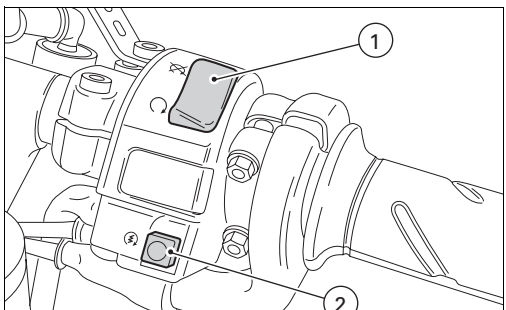

図 30
2) エンジンキルスイッチ（1、図 30）が ∩(RUN) の位置になっていることを確認し、始動ボタン（2, 図 30）を押します。